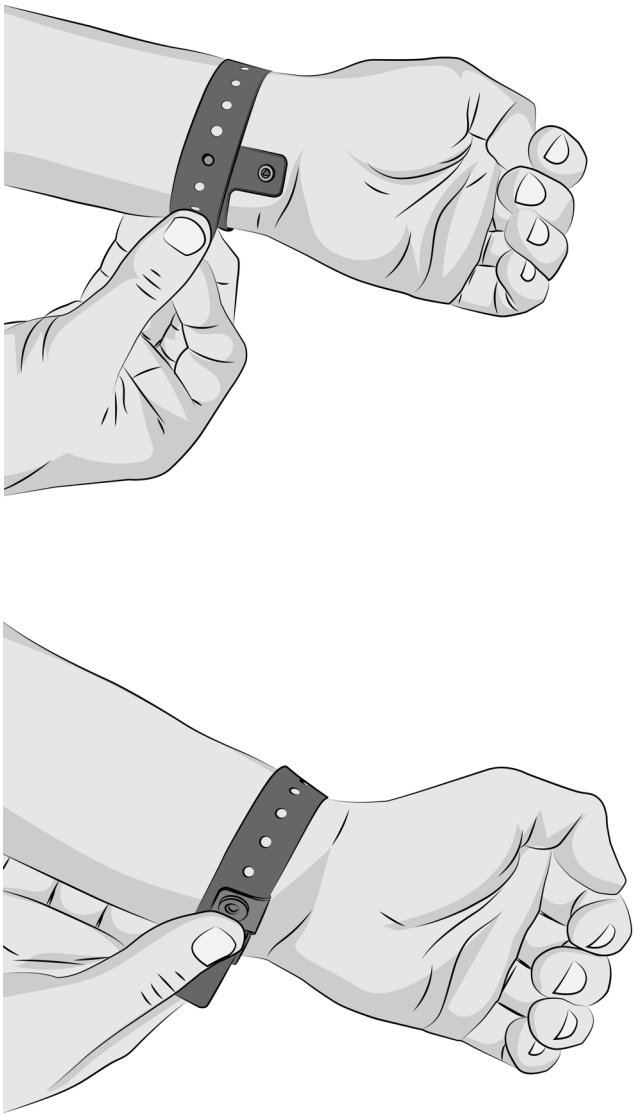

Figura 17: Collegare il cinturino monouso
5. Se si utilizza il cinturino monouso, allineare il bottone di fissaggio al foro della misura appropriata sul lato opposto del cinturino, assicurandosi che il cinturino risulti comodo e saldo. Una volta trovata la misura corretta, piegare al di sopra di essa il bottone di fissaggio antimanomissione per chiudere il fissaggio. Quando il fissaggio risulta chiuso scatta in posizione (figura 17). Attenzione: una volta chiuso il fissaggio antimanomissione, il cinturino non può essere più regolato.